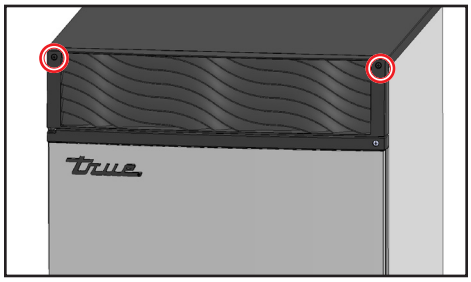
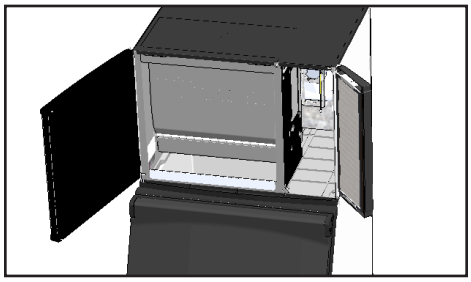

Fig. 4. TCIM-622/822: Front filter grill screw locations.
Fig. 5. TCIM-430/530/630/830: Open both the front panel and the front filter grill.
1. If present, remove the front filter grill (fig. 4). Otherwise, remove the top cover (figs. 5 and 6).